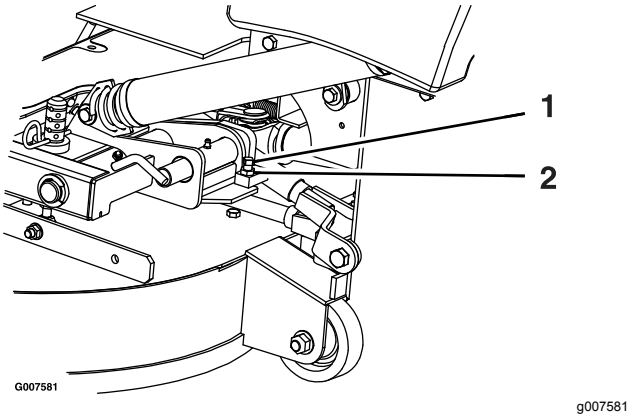

Figuur 70
2. Maak de contramoer los en draai de stopschroef rechtsom totdat de borgpen strak staat en niet met de hand kan worden gedraaid (Figuur 70).